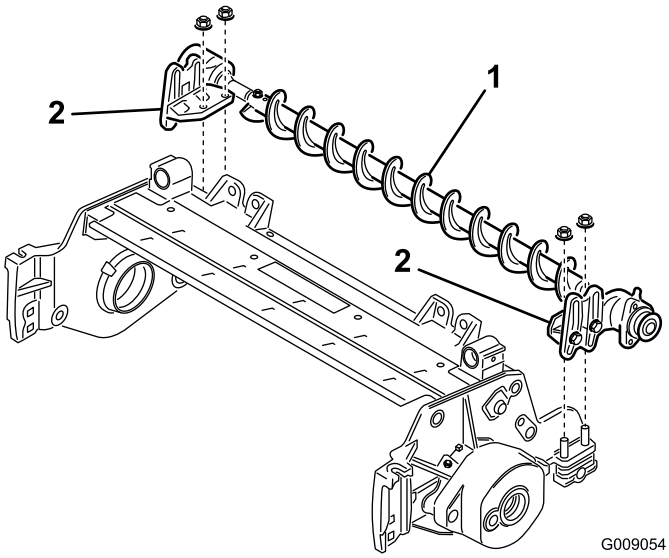

Figur 8
7. Plasser monteringsbrakettene for valsebørsten på brakettboltene (Figur 8).